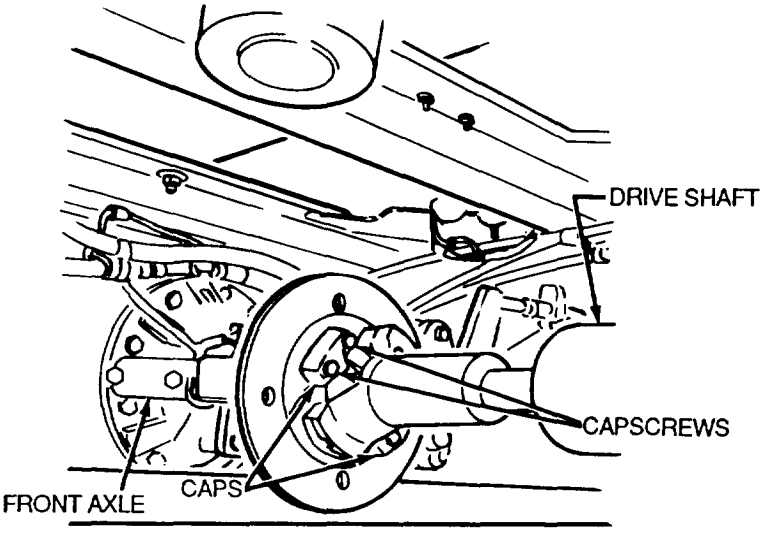

Figure 5-43 *Drive Shaft*
3. Disconnect the driveshaft by removing four capscrews and two caps (Figure 5-43). The driveshaft must be disconnected from the front axle and secured to a frame cross-member to prevent it from contacting the